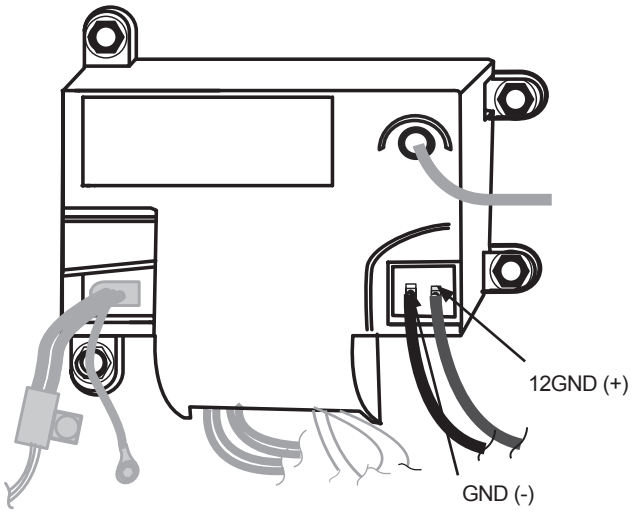

Figure 6-1. —DC power connections and polarity.
a. **+** 12 volt DC (positive) is to be connected to power board terminal **12VDC**. See Figure 6-1.
b. **–** 12 volt DC (negative) needs to be connected to power board terminal **GND**. See Figure 6-1.